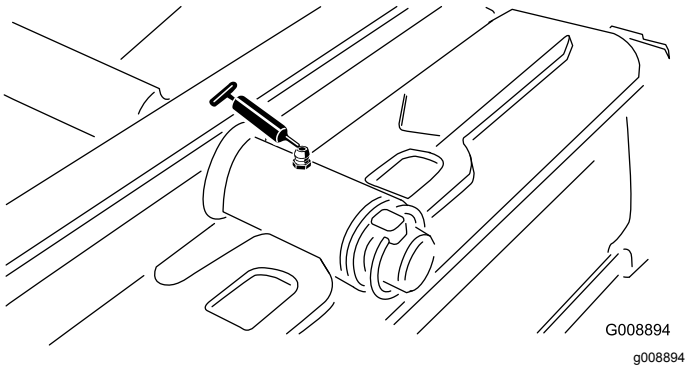

Figur 34
- Bakre klippenhetens svängtapp (Figur 34)